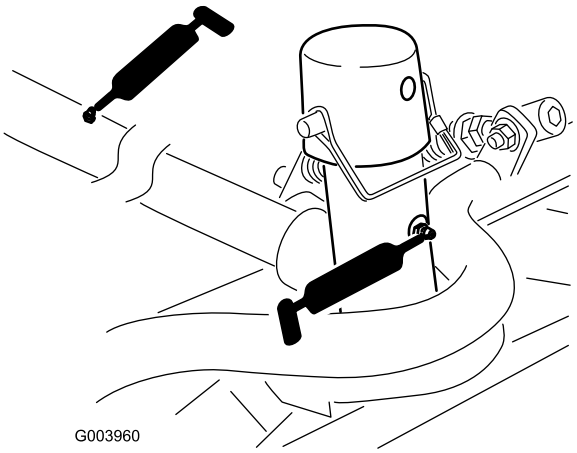

Figur 44
- Klippenhetens bärram och svängtapp (2 var) (Figur 44)